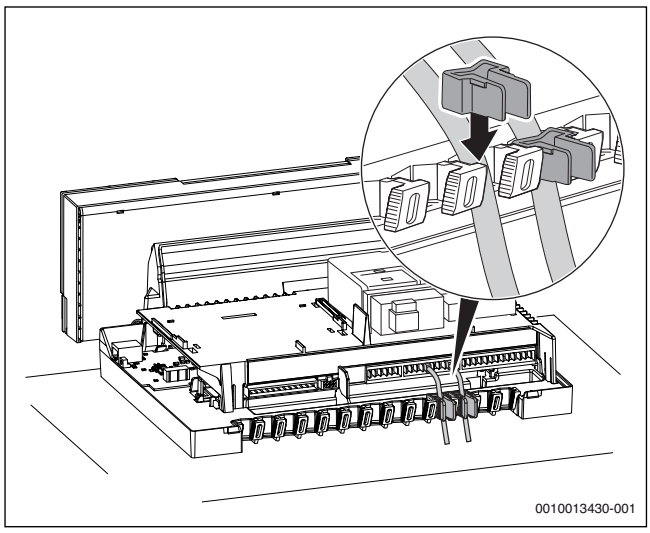

Рис. 19 Крепление проводов фиксаторами
Закрепите все провода фиксаторами (→ рис. 19)
- Установите фиксатор для кабеля (→ рис. 19), для этого нажмите вниз, фиксатор должен надежно закрепить кабель.